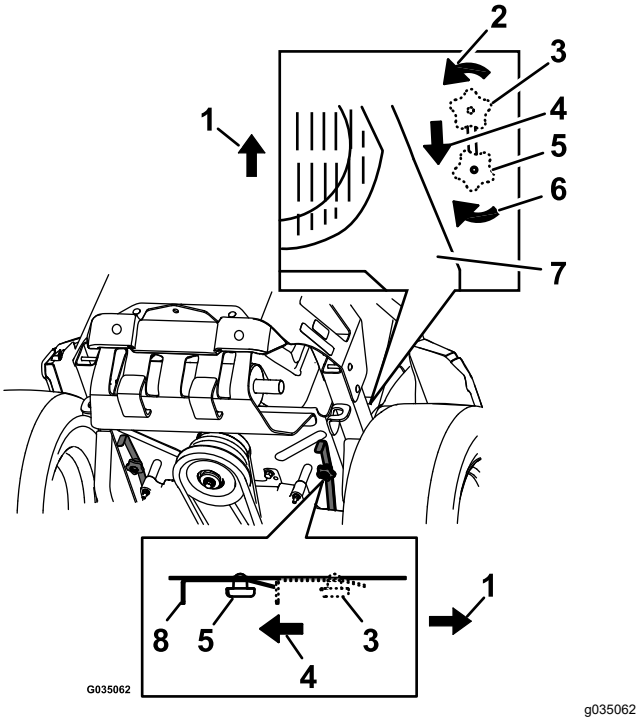

Figur 33
4. Skub maskinen ved at flytte begge omløbsknapper bagud og låse dem på plads (Figur 33).
6. Flyt omløbsknapperne til FREMAD, og lås dem på plads for at køre maskinen (Figur 33).